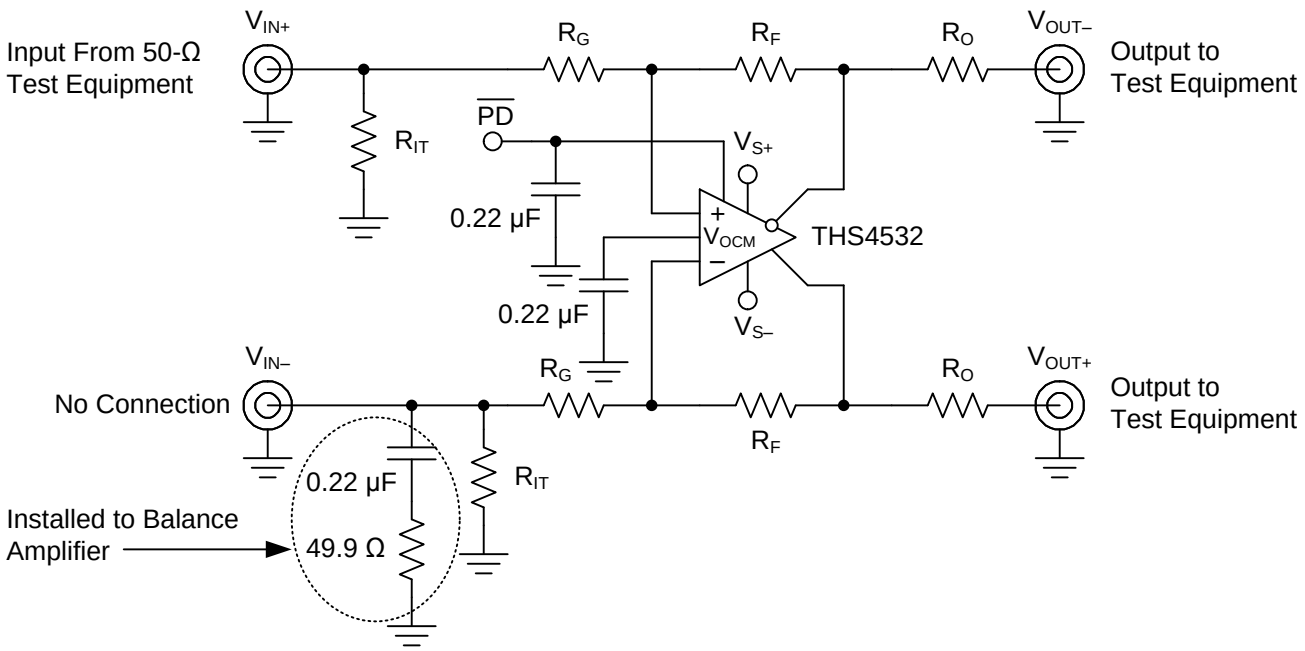
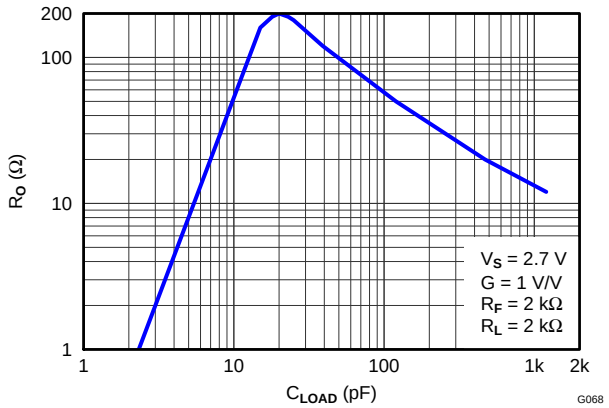
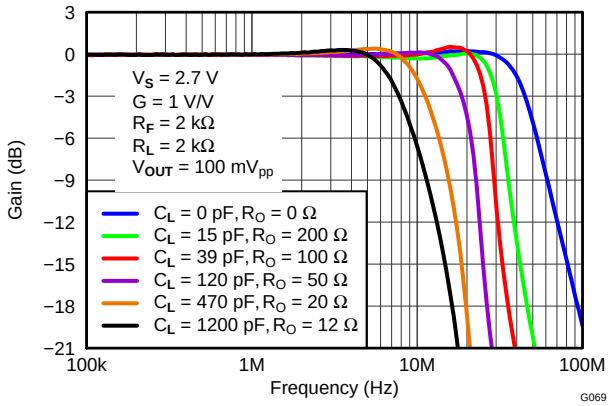

Figure 71. Slew Rate, Transient Response, Settling Time, Z_O, Overdrive Recovery, V_{OUT} Swing, and Turn-on/off Test Circuit
Figure 82. Recommended Series Output Resistor vs Capacitive Load for Flat Frequency Response
Figure 83. Frequency Response for Various R_O and C_L Values
The circuit shown in Figure 71 is used to measure slew rate, transient response, settling time, overdrive recovery, and output voltage swing. Turn on and turn off times are measured with 50Ω input termination on the $\overline{PD}$ input, by replacing the 0.22µF capacitor with 49.9Ω resistor.
Inserting R_O will compensate the phase shift and restore the phase margin, but it will also limit bandwidth. The circuit shown in Figure 71 is used to test for best R_O versus capacitive loads, C_L, with a capacitance placed differential across the V_{OUT+} and V_{OUT-} along with 2kΩ load resistor, and the output is measure with a differential probe. Figure 82 shows the optimum values of R_O versus capacitive loads, C_L, and Figure 83 shows the frequency response with various values. Performance is the same on both 2.7V and 5V supply.
4. A series output resistor is recommended to be placed as near to the output pin as possible. See Figure 82 "Recommended Series Output Resistor vs. Capacitive Load" for recommended values given expected capacitive load of design.